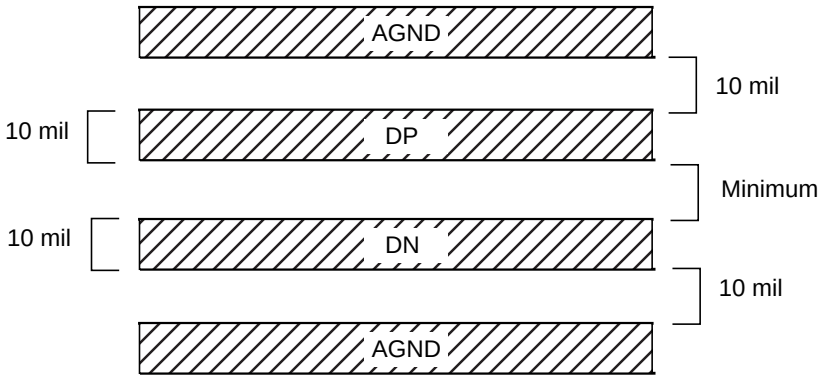

Figure 65. DP and DN, PCB Traces
- Connect guard traces to AGND on either side of the DP and DN traces (Figure 65). An additional AGND plane should be placed “beneath” these traces. With guard traces and AGND plane in place, routing near high-voltage traces is no longer a problem.
- Use wide traces. Narrow ones are more inductive and tend to pick up radiated noise. The 10 mil widths and spacings recommended in Figure 65 are not absolutely necessary (as they offer only a minor improvement in leakage and noise), but try to use them where practical.